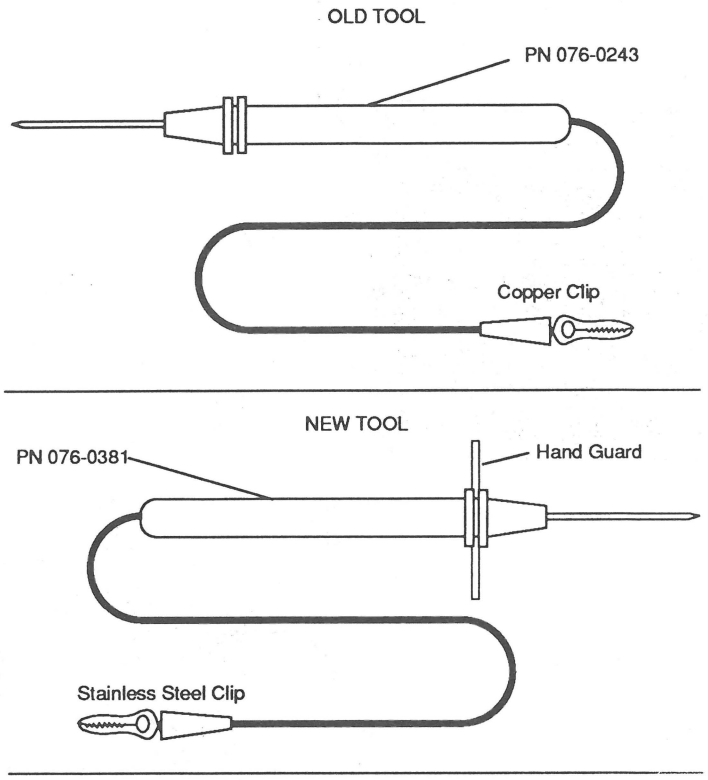

FIGURE 3
Three types of tools may be used to discharge a CRT (see Figure 3):
- **The older version of the Apple CRT discharge tool** (part number **076-0243**). (See Figure 3.) This tool is shaped like a fat fencing foil, with a copper alligator clip and no hand guard. This older discharge tool contains a **100-megohm resistor**, which means you will **not** hear an electrostatic crack when the CRT discharges, even if the monitor has no bleeder resistor. This older tool was designed with a resistor in order to diminish the impact of the electrostatic discharge on the Macintosh or Macintosh Plus logic board if a technician accidentally discharges the CRT to the metal chassis instead of to the ground lug. (The Macintosh logic board circuitry is grounded to the chassis.) This older tool is thus safer for use on the the Macintosh CRT. **However, since this tool does not provide auditory feedback (the electrostatic "crack"), the technican must repeat the discharge procedure using an insulated screwdriver to ensure that the CRT is indeed discharged.**
- **The recommended newer version of the Apple CRT discharge tool** (part number **076-0381**—the part number is marked on the tool). (See Figure 3.) This new version is also shaped like a fat fencing foil, but features a stainless steel aligator clip and has a hand guard. This discharge tool has no internal resistor—thus you may hear the electrostatic crack when discharging any monitor without a bleeder resistor. **Apple recommends this new tool because it is safer for the technician.** First of all, it has thicker insulation and a hand guard. Second, it permits auditory feedback (the electrostatic "crack"), which assures the technician that the CRT is indeed discharged. **But remember, if you use this new tool on a Macintosh or Macintosh Plus, you must discharge to the ground lug to avoid destroying the logic board!**